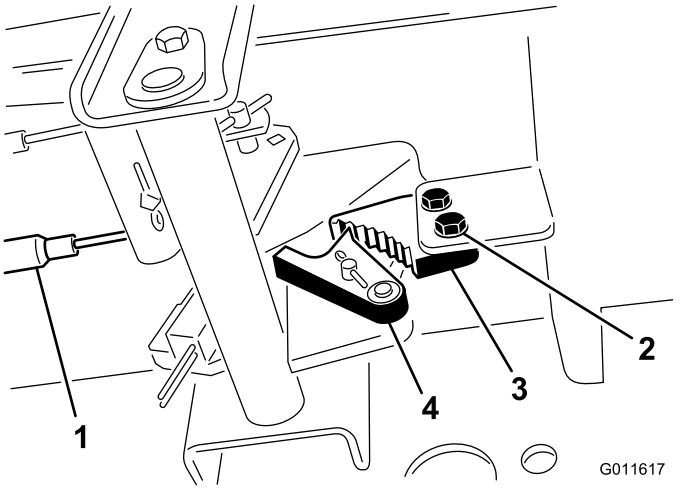

图62
1. 松开将驻车刹车闸固定到机架的 2 个螺钉图62。
2. 向前踩驻车刹车踏板直到刹车卡槽完全接合刹车闸图62。